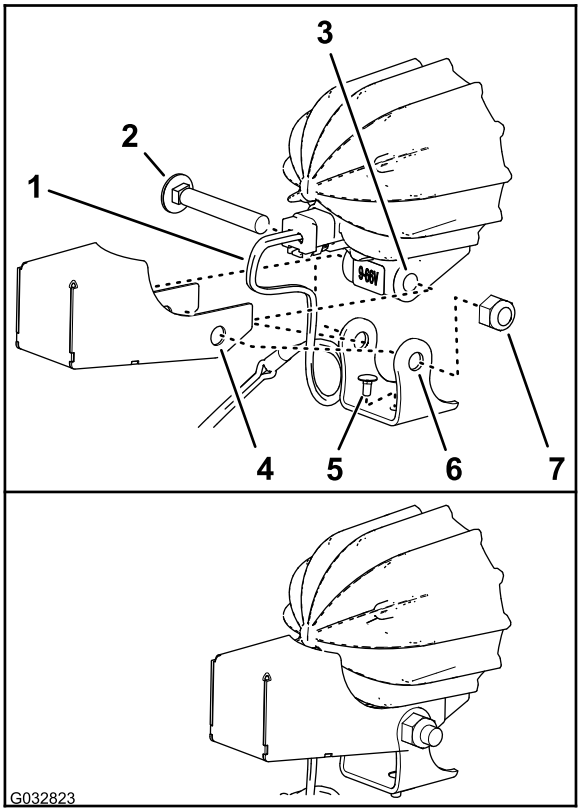

Figur 11
3. Ta i förekommande fall bort den långa vagnsskruven och muttern som fäster monteringsfästet på lysdiodens ram (Figur 11).
4. Kontrollera att den korta vagnsskruven är monterad genom hålet på botten av monteringsfästet som i Figur 11.
5. Rikta in hålen i skyddet och monteringsfästet med hålen i lysdiodens ram som i Figur 11.
6. Montera skyddet och monteringsfästet på lysdiodens ram med vagnsskruven och muttern (Figur 11).